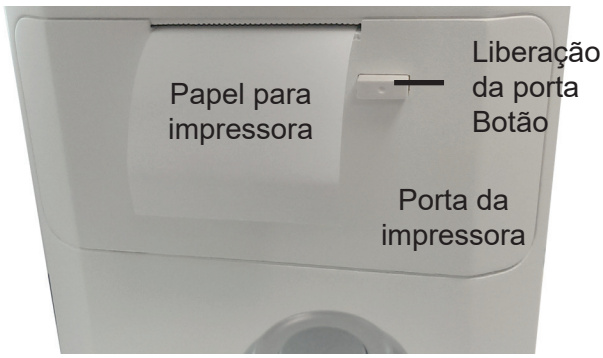

Figura OP-3. Instalação do papel da impressora
1. Pressione o botão de liberação da porta para abrir a porta da impressora. Consulte a Figura OP-3.